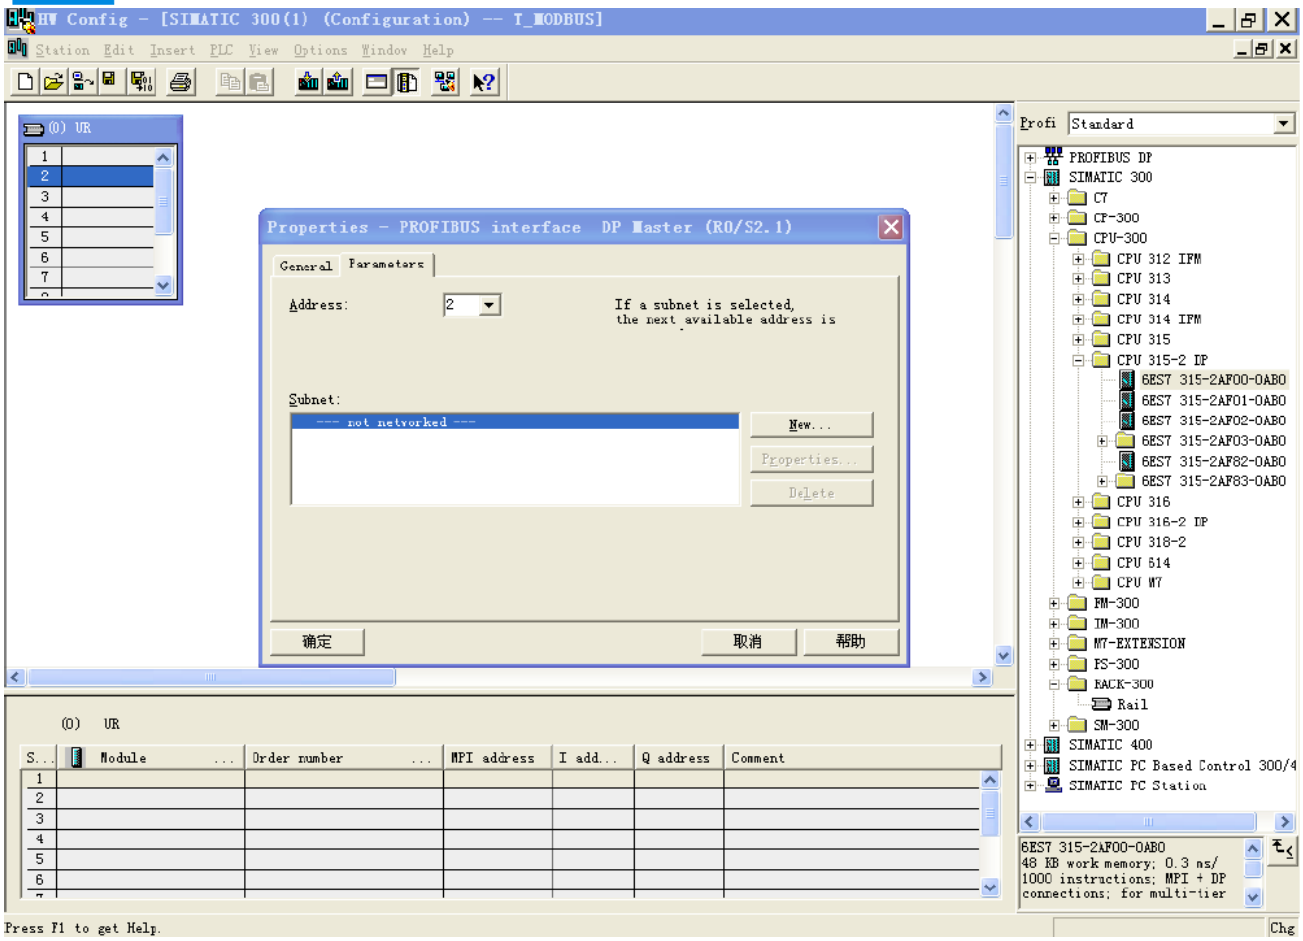

图 9
1. 打开您创建工程的组态设置界面，设定 PLC rack，双击“Hardware Catalog\SIMATIC 300\RACK-300\Rail”，如图 9 所示：